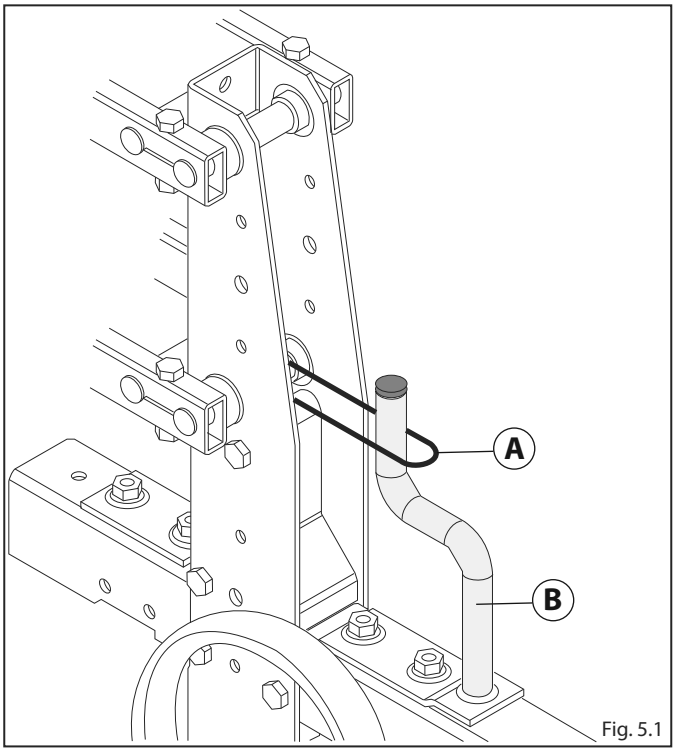

Fig. 5.1
- Loosen the locking spring **A** and free the crank (Fig.5.1).